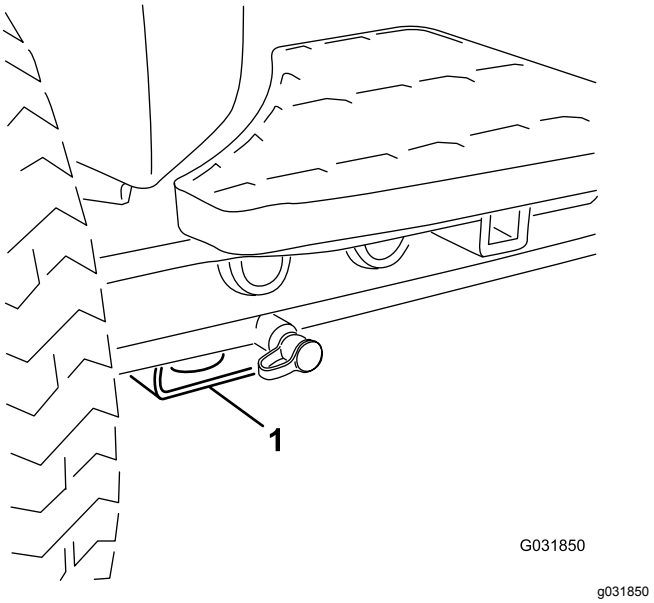

**Figur 41**
- Fram – fyrkantigt belägg under axelröret inuti båda framdäcken (Figur 41).